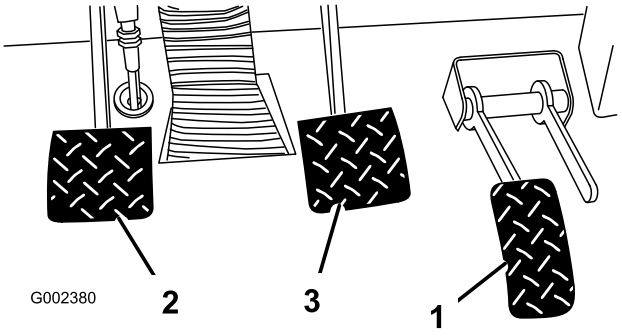

Figur 69
2. Løft op i bremsepedalen (Figur 69), indtil den berører stellet.